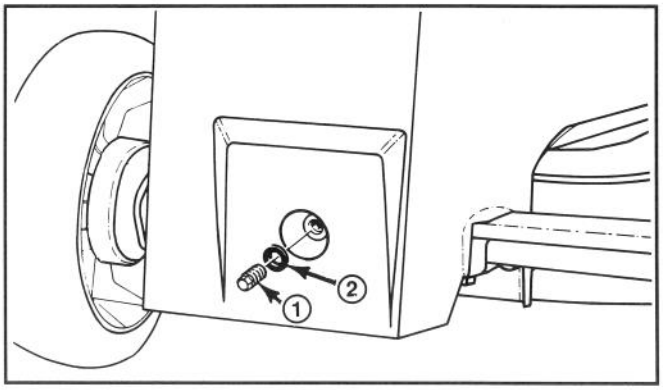

Abbildung 29
5. Greifen Sie zwischen die Deckplatte und das Getriebegehäuse und reinigen Sie um den Getriebestopfen und die Dichtung (Abb. 29). Entfernen Sie Stopfen und Dichtung. Achten Sie auf Öl das heraustropft. Tropft Öl heraus, bringen Sie den Stopfen und die Dichtung schnell wieder an, da der Ölstand korrekt ist. Wenn nicht, geben Sie Getriebeöl zu: siehe Schritt 6.